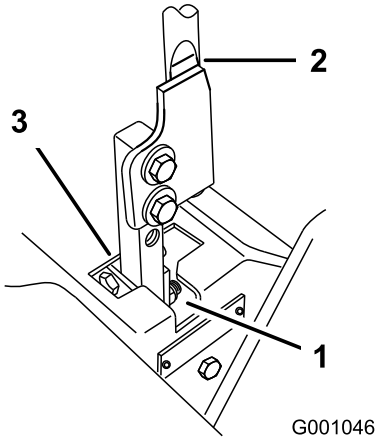

**Figur 73**
5. Flytt spaken til NØYTRAL stilling, men ikke låst (Figur 73).
6. Trekk spaken tilbake inntil splittpinnene (på armen under svingakselen) er i kontakt med endene på sporet (begynner så vidt å legge press på fjæren) (Figur 73).
7. Kontroller hvor det er mulig at kontrollspaken treffer hakket i konsollen (Figur 73). Den bør sentreres for å gi spaken mulighet til å svinge utover til NØYTRAL LÅSESTILLING.